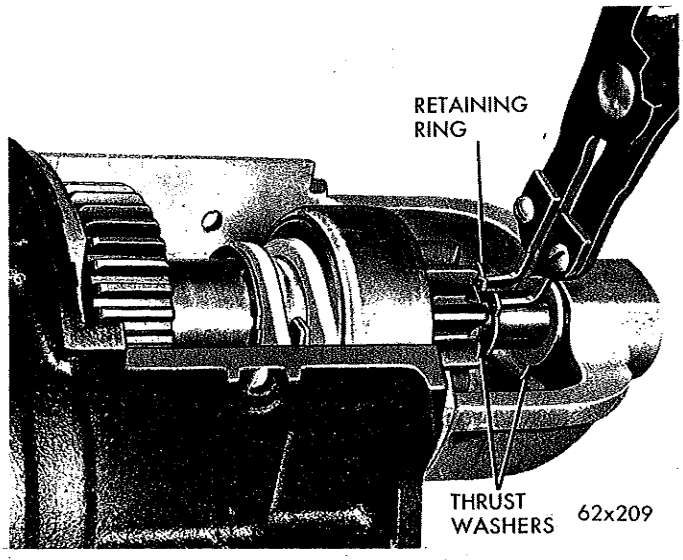

*Fig. 9—Removing or Installing the Pinion Shaft Retainer Ring*
(18) Remove retainer ring at front of pinion shaft (Fig. 9).
(7) Install pinion shaft retaining ring (Fig. 9).